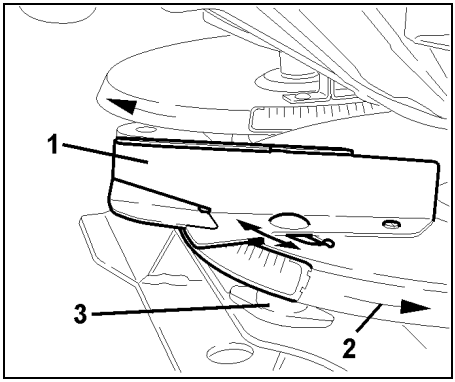

Rys. 61
Uważać na prawidłowy montaż łopatek wysiewających. Otwarta strona profilu U - łopatki (Rys. 61/1) musi być skierowana w kierunku obrotów (Rys. 61/2).
- Zdjąć nakrętkę motylkową (Rys. 61/3) i wymienić łopatkę wysiewającą(Rys. 61/1).
- Dociągnąć nakrętkę motylkową (Rys. 61/3).